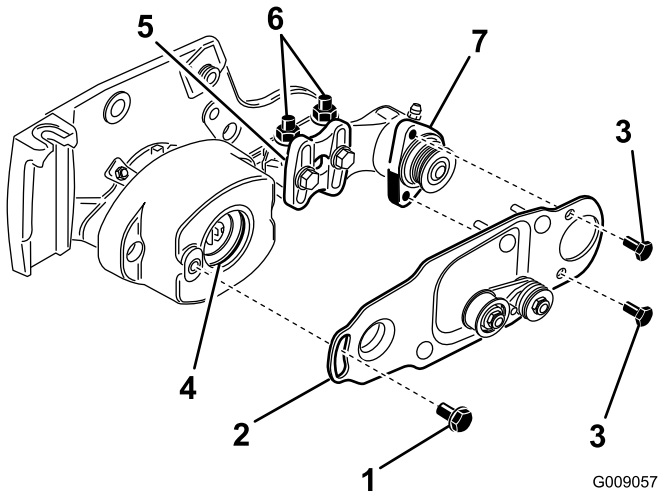

Figur 11
10. Stryk på ett tunt lager fett på insidan av hylsan i lagerhuset (Figur 11).
11. Lossa på de bultar som fäster rullborstens lagerhus vid rullborstens monteringsfäste men ta inte bort dem (Figur 11).
12. Montera rullborstens svängplatta (Figur 11).
13. Stryk på blå Loctite 242 på de två bultarna (5/16 x 5/8 tum) och använd dem för att montera borstplåten på rullborstens lagerhus (Figur 11).
- Lossa de två låsmuttrarna med fläns som fäster rullborstens monteringsfäste vid klippenhetens sidoplåt (Figur 11).
- Vrid rullborstens lagerhus tills borstplåten är parallell med klippenhetens sidoplåt (Figur 11).
- Dra åt de två låsmuttrarna med fläns som fäster rullborstens monteringsfäste vid klippenhetens sidoplåt (Figur 11).
18. Stryk på blå Loctite 242 på ansatsbulten (Figur 11). Fäst borstplåten på rullborsthuset med ansatsbulten (Figur 11).